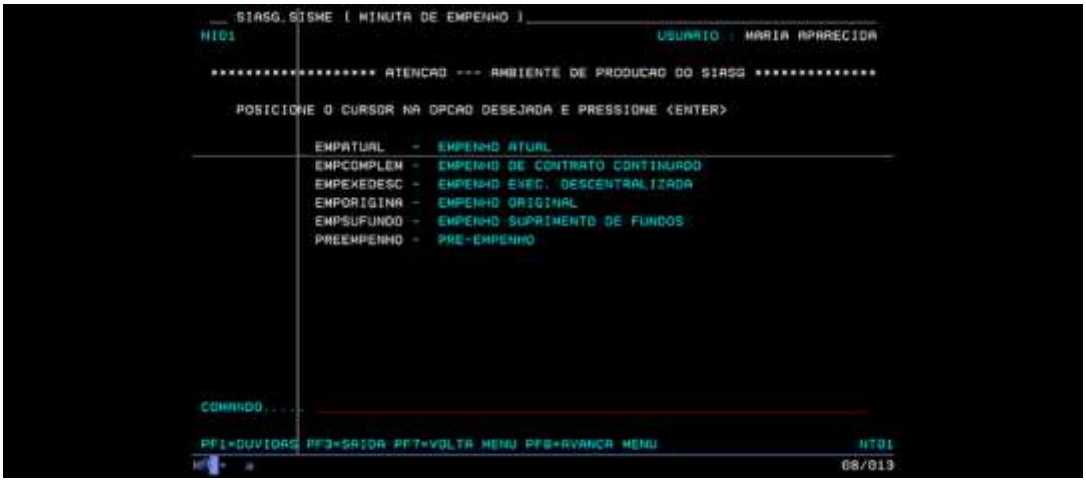

Figura 8: Menu de Sistemas – Acesso EMPATUAL
- Selecionar a opção "EMPATUAL – Empenho Atual". Identificada a referida opção o usuário deverá pressionar o botão "Enter"(Figura 8);